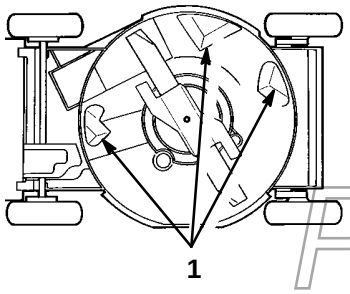

Afbeelding 20
Voor het goed functioneren van de maaimachine is het belangrijk om de onderkant van de maaikast goed schoon te houden. Let vooral op dat er geen vuil of rommel aan de uitstoters zit (Afb. 20).
3. Kantel de grasmaaier op zijn linkerzijkant (Afb. 20).